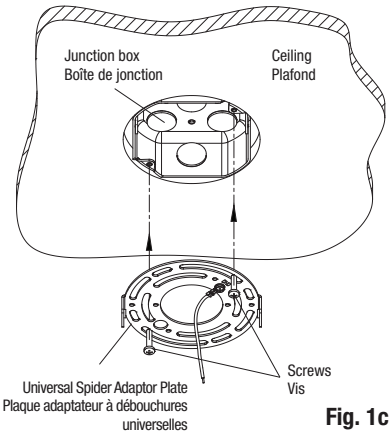

**Fig. 1c**
5. Install the Universal Spider Adaptor Plate on the ceiling recessed junction box by screwing the two screws (Fig. 1c).
5. Installer la plaque adaptateur à débouchures universelles sur la boîte de jonction encastrée dans le plafond en vissant les deux vis (Fig. 1c).